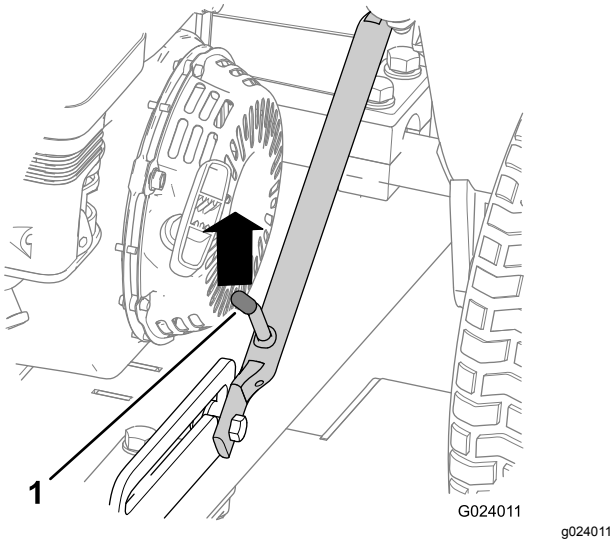

図 17
1. ラッチレバーがスライドディテントから外れるまで、ヒッチアセンブリを押し上げる図 17。
5. ヒッチを上げて図 22、ラッチのレバーをスライドディテントにロックする図 17。